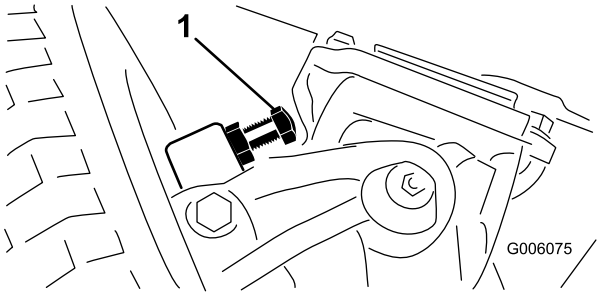

Figur 60
1. Skru boltene inn eller ut til klaring på 2,286 mm er oppnådd (Figur 60).